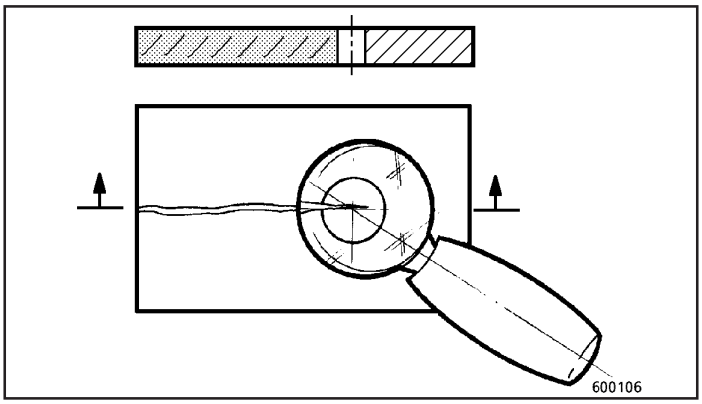

Fig.3
- Trincas devem ser estancadas por meio de um furo usinado somente quando ainda forem relativamente pequenas (Fig. 3).